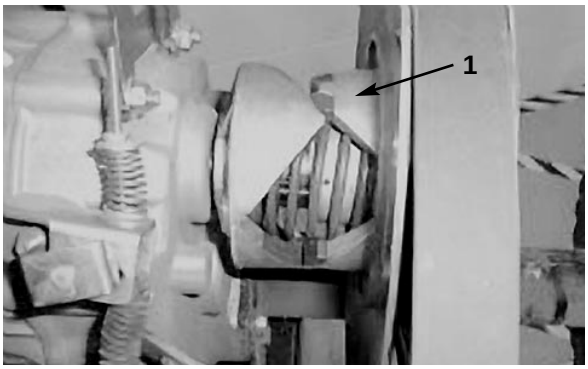

Afbeelding 17
3. Controleer of de transaxle in de neutraalstand staat door de secundaire koppeling rond te draaien (Afb. 17). De wielen mogen niet ronddraaien.